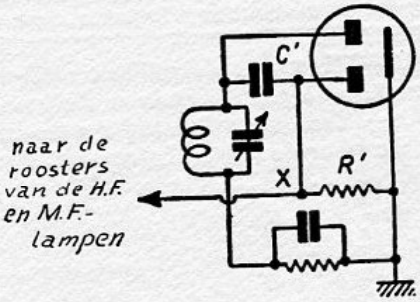

Fig. 107. De dubbele diode maakt het mogelijk de functies van de detectie en de fading-compensatie te scheiden.
W. — Ik wil nog opmerken, dat soms om de spanning voor de antifading-regeling te verkrijgen, gebruik gemaakt wordt van een andere diode, dan die, welke voor detectie wordt gebruikt (fig. 107). Die tweede diode is in denzelfden ballon gevat als de eerste en gebruikt dezelfde kathode. De wisselspanningen worden aan de tweede anode aangesloten via een kleinen koppelcondensator C_1. De gelijkgerichte stroom doet aan den weerstand R_1 een spanning ontstaan, die afgetakt in punt X door de schakeling R_1C heen aangesloten wordt aan de roosters van de lampen, die door en door geregeld moeten worden.